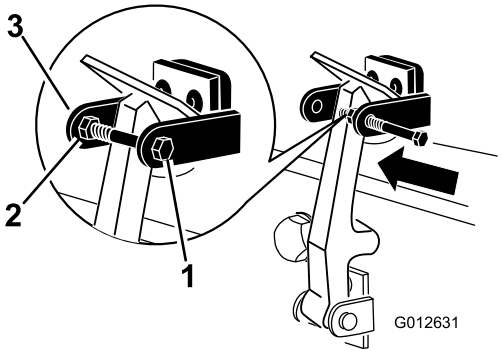

Figur 9
7. Skru bolten ind i den anden arm på motorhjelmens låsebeslag for at låse låsen på plads (Figur 9). Spænd bolten godt, men spænd ikke møtrikken.